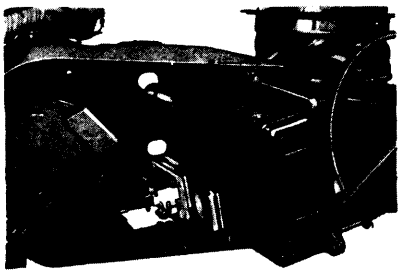

FIG. 8—Heater Core Removal
4. Remove the heater core retaining screws and remove the heater core (Fig. 8).